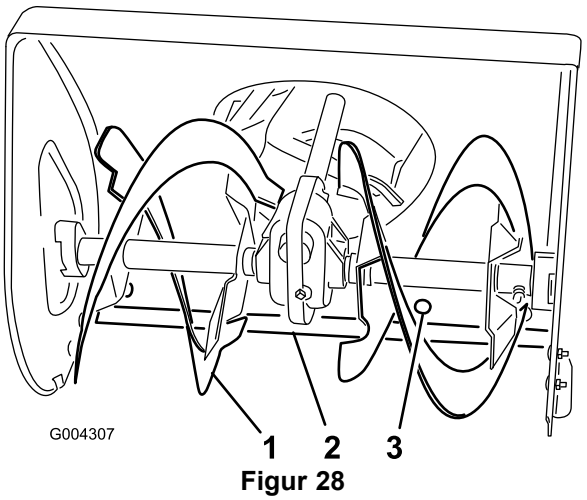

Figur 28
1. Sideplater til spiralblad (2)
2. Flensmuttere (4)
3. Støtteplate (2)
4. Støtt spiralbladene slik at de er 3 mm over bakken (Figur 28).
6. For å justere skrapen løsner du de fem festeskruene (Figur 28), innretter skrapen og trekker til festeskruene.